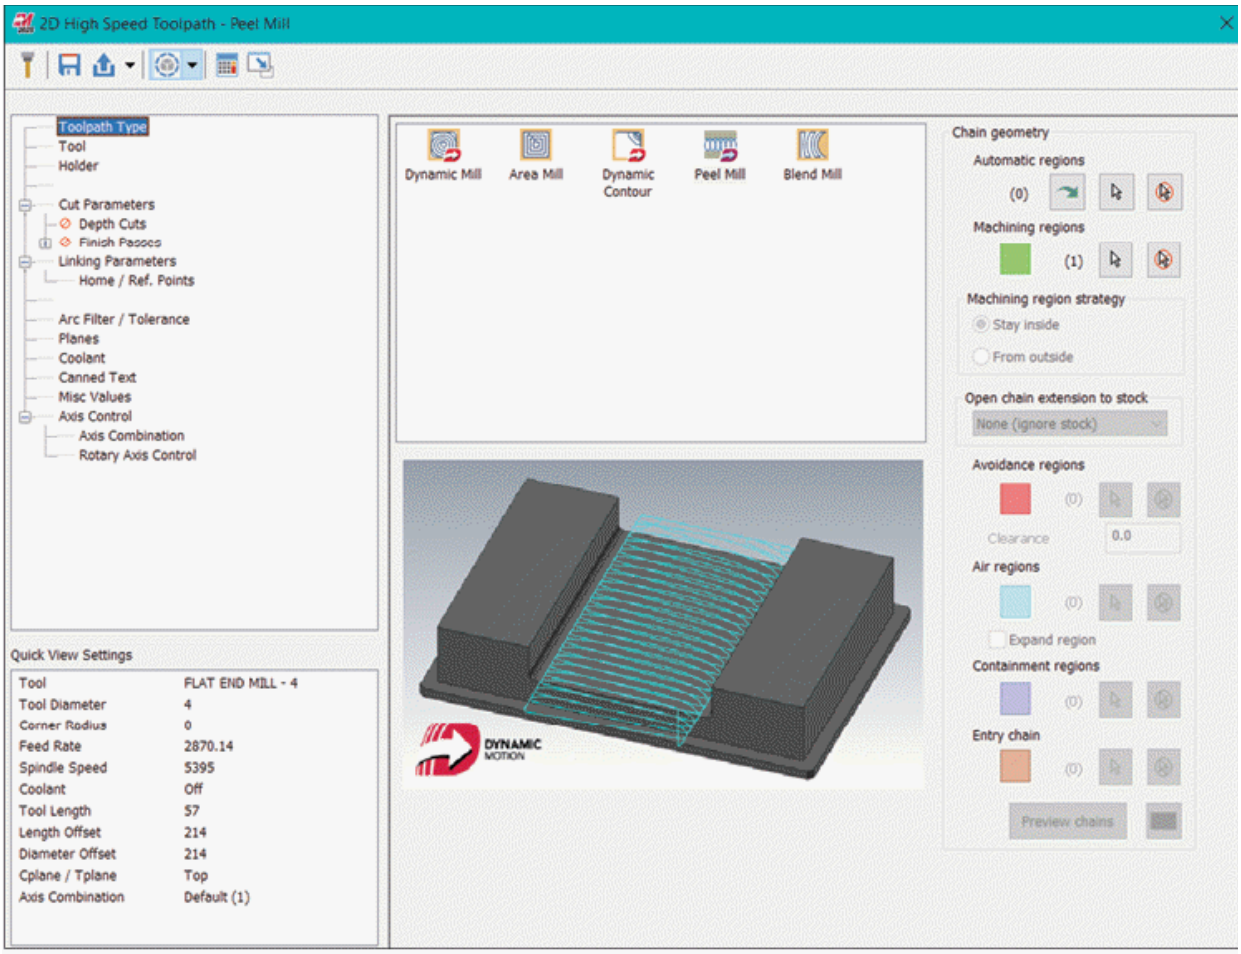

Figure-45. 2D Highspeed Toolpaths-Peel Mill
- Click on the **OK** button from the **Chaining** dialog box. The **2D High Speed Toolpath - Peel Mill** dialog box will be displayed; refer to Figure-45.